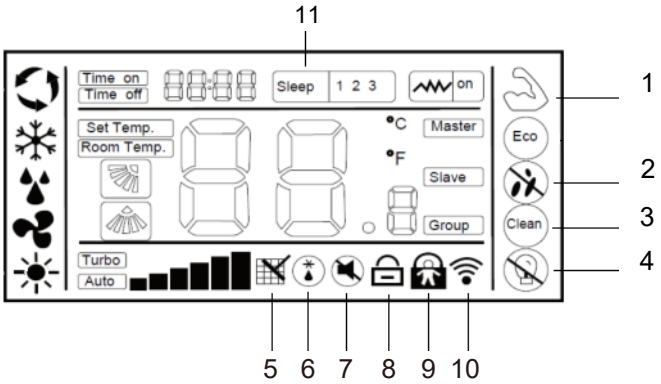

Рис.1.6
2) Кнопками «^» / «v» выберите функцию (см. рис.1.6 и таблица 1.5).Пиктограмма выбранной функции начнет мигать.